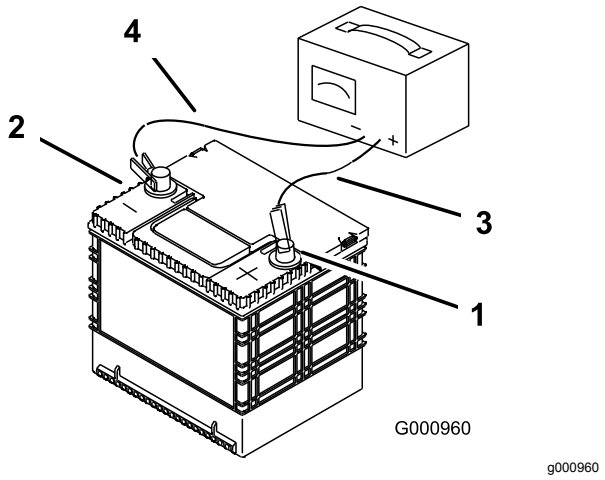

Figur 65
2. Når batteriet er fuldt opladet, skal du tage opladeren ud af stikkontakten og dernæst frakoble opladningskablerne fra batteriets poler (Figur 65).